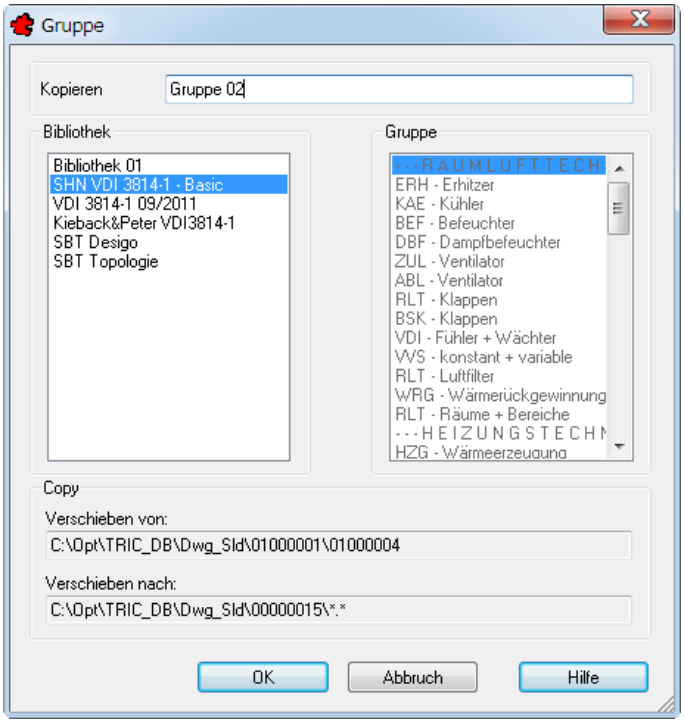

Bild 27.40 – Verschieben einer Gruppe
- Das Dialogfeld *Gruppe* erscheint. Im Listenfeld zur Linken wählen Sie das Ziel der Gruppe, hier z. B. die SHN-Bibliothek (Abb. 27.40).